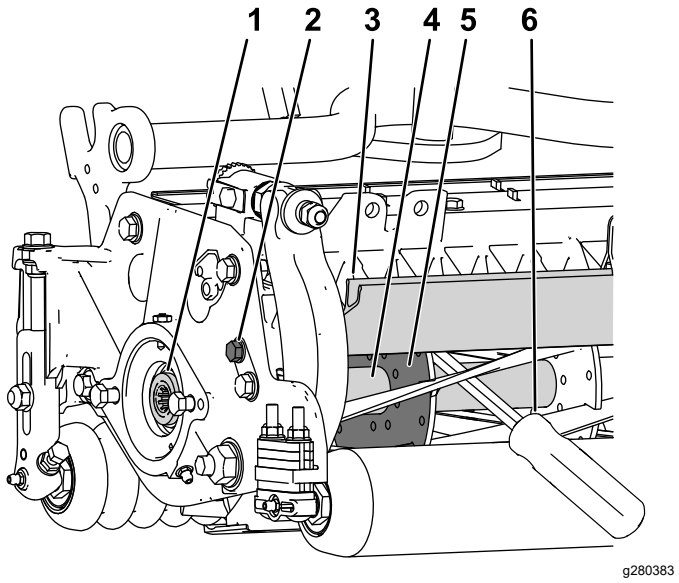

Figure 28
1. Desserrez le boulon du déflecteur sur le côté gauche de l'unité de coupe et levez le déflecteur arrière (Figure 28).
2. Insérez un levier à long manche (⅜" x 12" avec manche de tournevis recommandé) par le bas du cylindre de coupe, le plus proche du côté de l'unité de coupe que vous allez serrer (Figure 28).
3. Placez le levier contre le côté soudé de la plaque de support du cylindre (Figure 28).